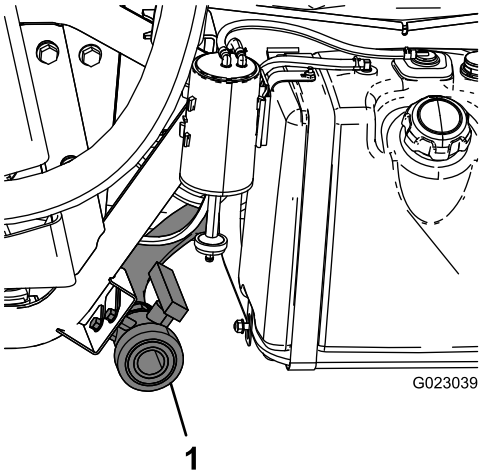

Figur 15
2. Leta reda på tanktömningsventilen på maskinens vänstra sida (Figur 15).
4. Öppna ventilen för att tömma tanken på eventuellt oanvänt material, och bortskaffa detta i enlighet med lokala bestämmelser och tillverkarens anvisningar (Figur 15).
5. När tanken har tömts helt stänger du tömningsventilen och monterar ventilen på fästet (Figur 15).